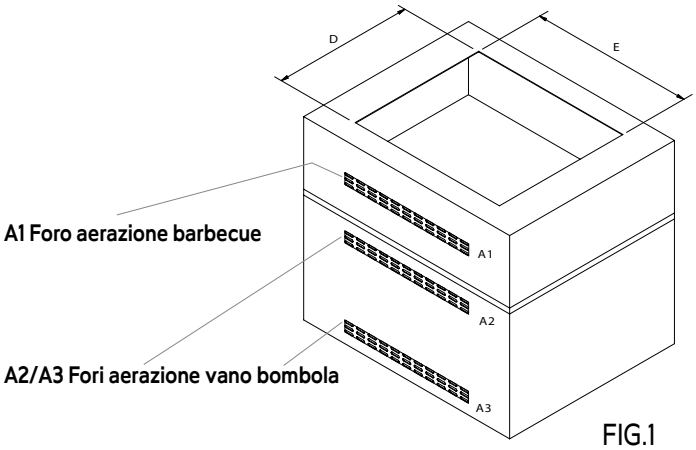
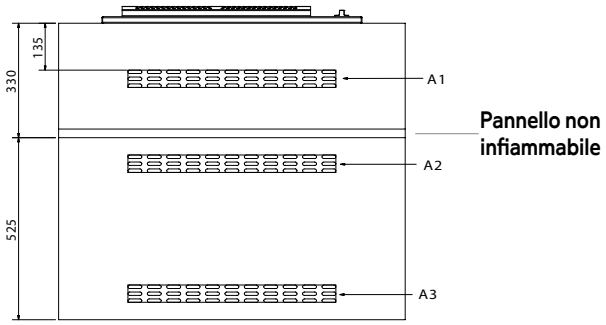

FIG.1
FIG.2
- L'apparecchio, se installato in una struttura chiusa, richiede la presenza di aperture di ventilazione nella parte frontale o posteriore e deve rispettare le dimensioni come da FIG.1 e FIG.2: